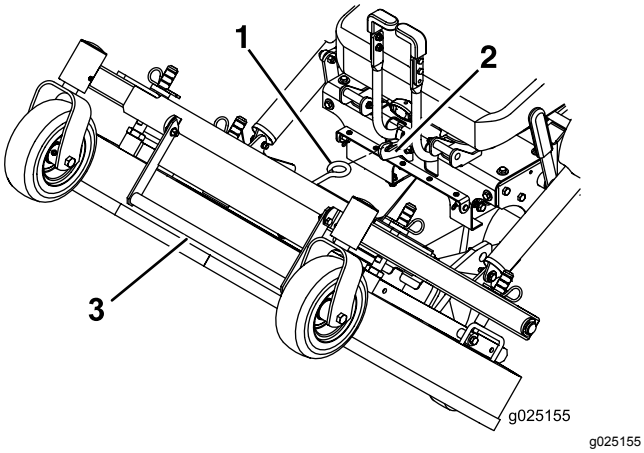

Figuur 9
4. Til het maaidek omhoog met de maaidekhandgreep en vergrendel het in de geheven stand (de vergrendeling bevindt zich middenvoor bij de stoel), zie Figuur 9.
1. Hou de maaidekhandgreep stevig vast, maak de maaidekvergrendeling los van de machine en laat het maaidek langzaam tot op de grond zakken (Figuur 9).